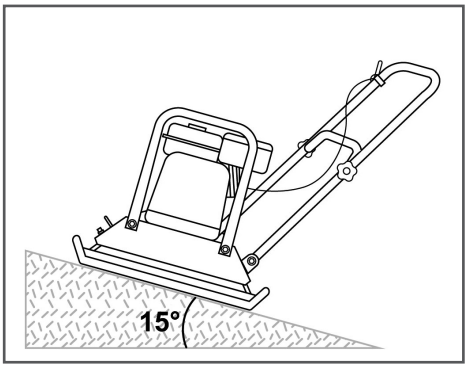

Рис. 12 Максимальный угол наклона виброплиты
11. Будьте предельно внимательны при работе на склонах. Максимальный угол наклона не должен превышать 15° (Рис. 12). Угол наклона измеряется, когда виброплита стоит на твердой ровной поверхности и бак заполнен топливом.